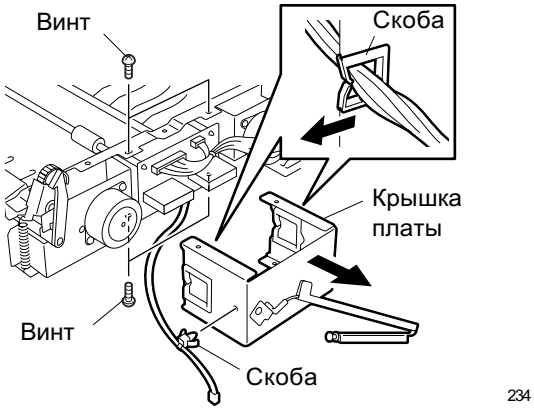

Fig. 6-13
6. Снимите крышку платы. (см. Fig. 6-13)